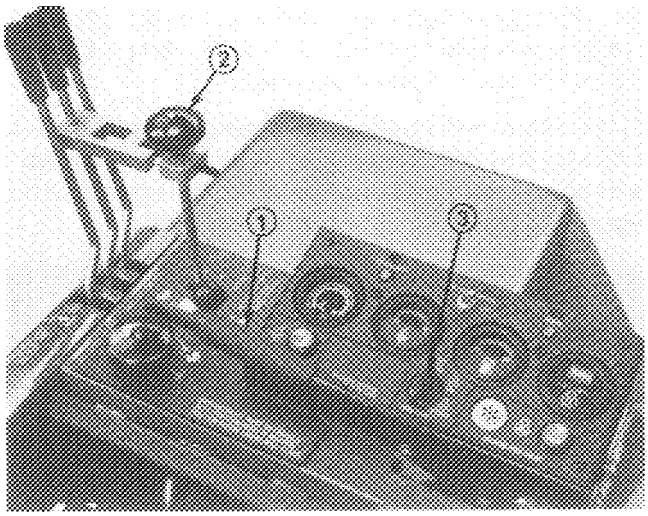

Figure 14
2. Sit on the seat and engage parking brake (Fig. 14). Turn key and try to start engine with Mow–Backlap lever (Fig. 14) in both the MOW and BACKLAP positions. If engine cranks, there is a malfunction that must be repaired immediately. If engine does not crank, the cutter drive switch is operating properly.
3. Sit on the seat and disengage the parking brake (Fig. 14). Turn key and try to start engine with Mow–Backlap lever (Fig. 14) in STOP. If engine cranks, there is a malfunction that must be repaired immediately. If engine does not crank, brake switch is operating properly.
4. Engage parking brake (Fig. 14), start engine and lower cutting units. Move Mow–Backlap lever (Fig. 14) to MOW. Raise off the seat; engine should stop within a few seconds, which indicates the interlock system is operating. Also raise off the seat with lever in BACKLAP. Engine should stop, indicating interlock system is operating. If engine does not stop, there is a malfunction that must be repaired immediately.